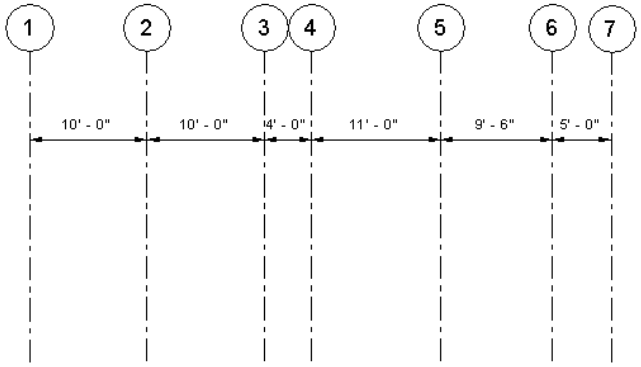

Figure 3-48 *Distance between the vertical grid lines*
9. Repeat steps 5 to 8 to create five more vertical grids with the distance specified in Figure 3-48.